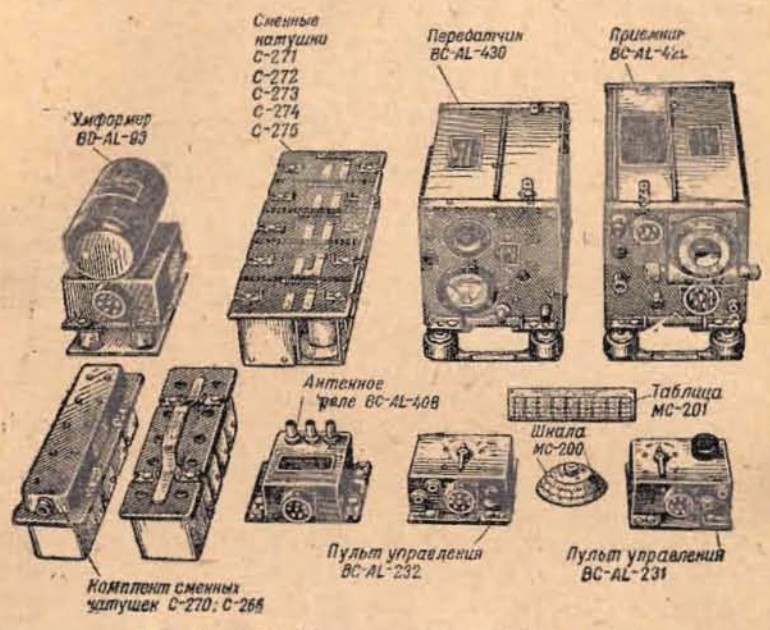

Рис. 29. Общий вид радиостанции SCR-AL-283
4. *Комплект* радиостанции (рис. 29 и 31*) состоит из: